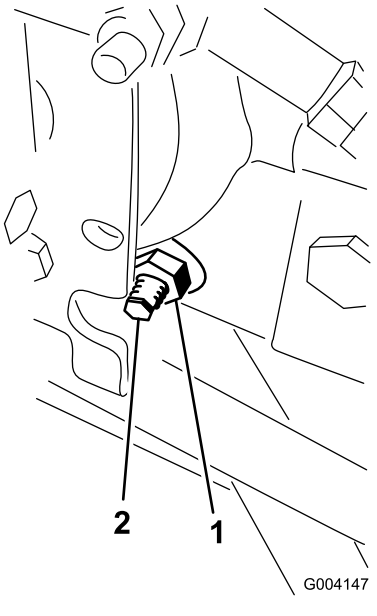

**Figur 60**
3. Lossa låsmuttern på hjuldrivningens justeringskam på höger sida av hydrostaten (Figur 60).